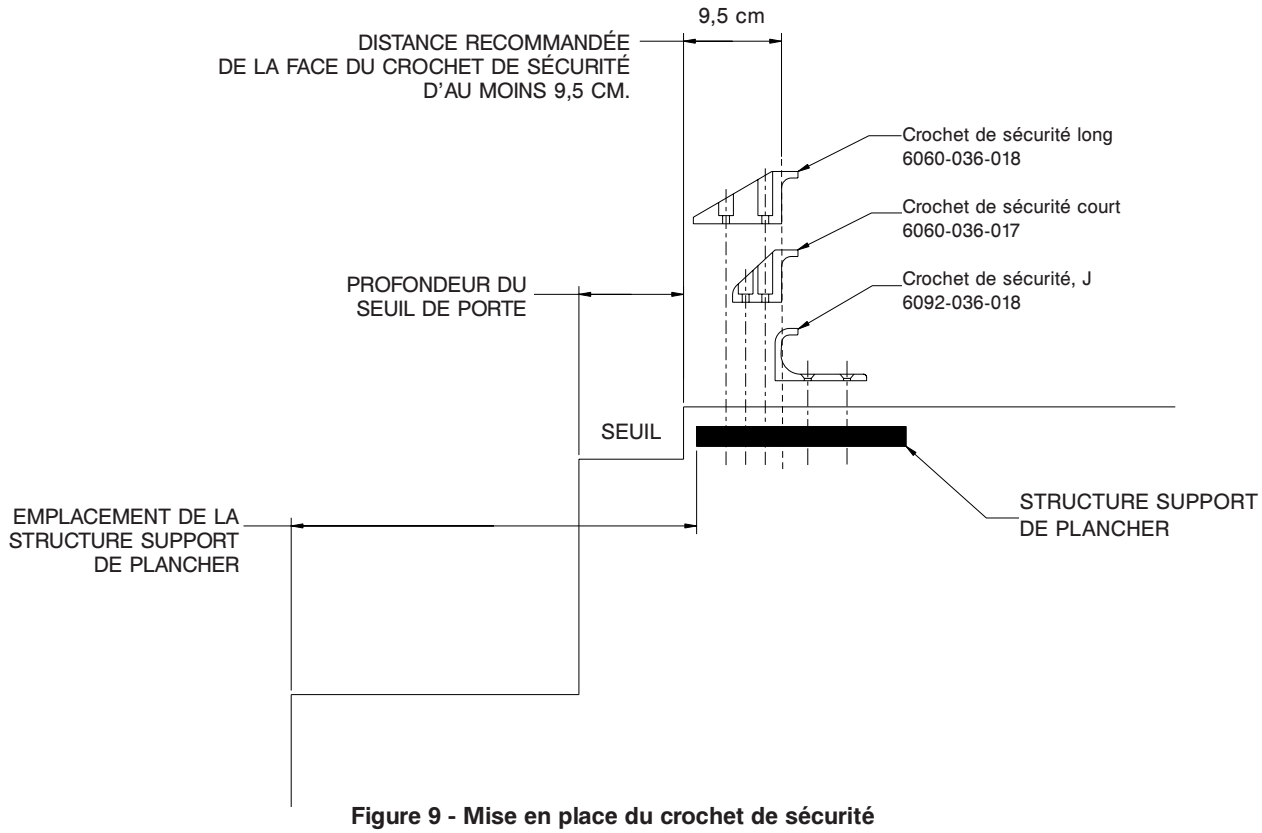

Figure 9 - Mise en place du crochet de sécurité
2. Placer le crochet de sécurité à un minimum de 9,5 cm du rebord antérieur du seuil de porte (consulter la Figure 9).